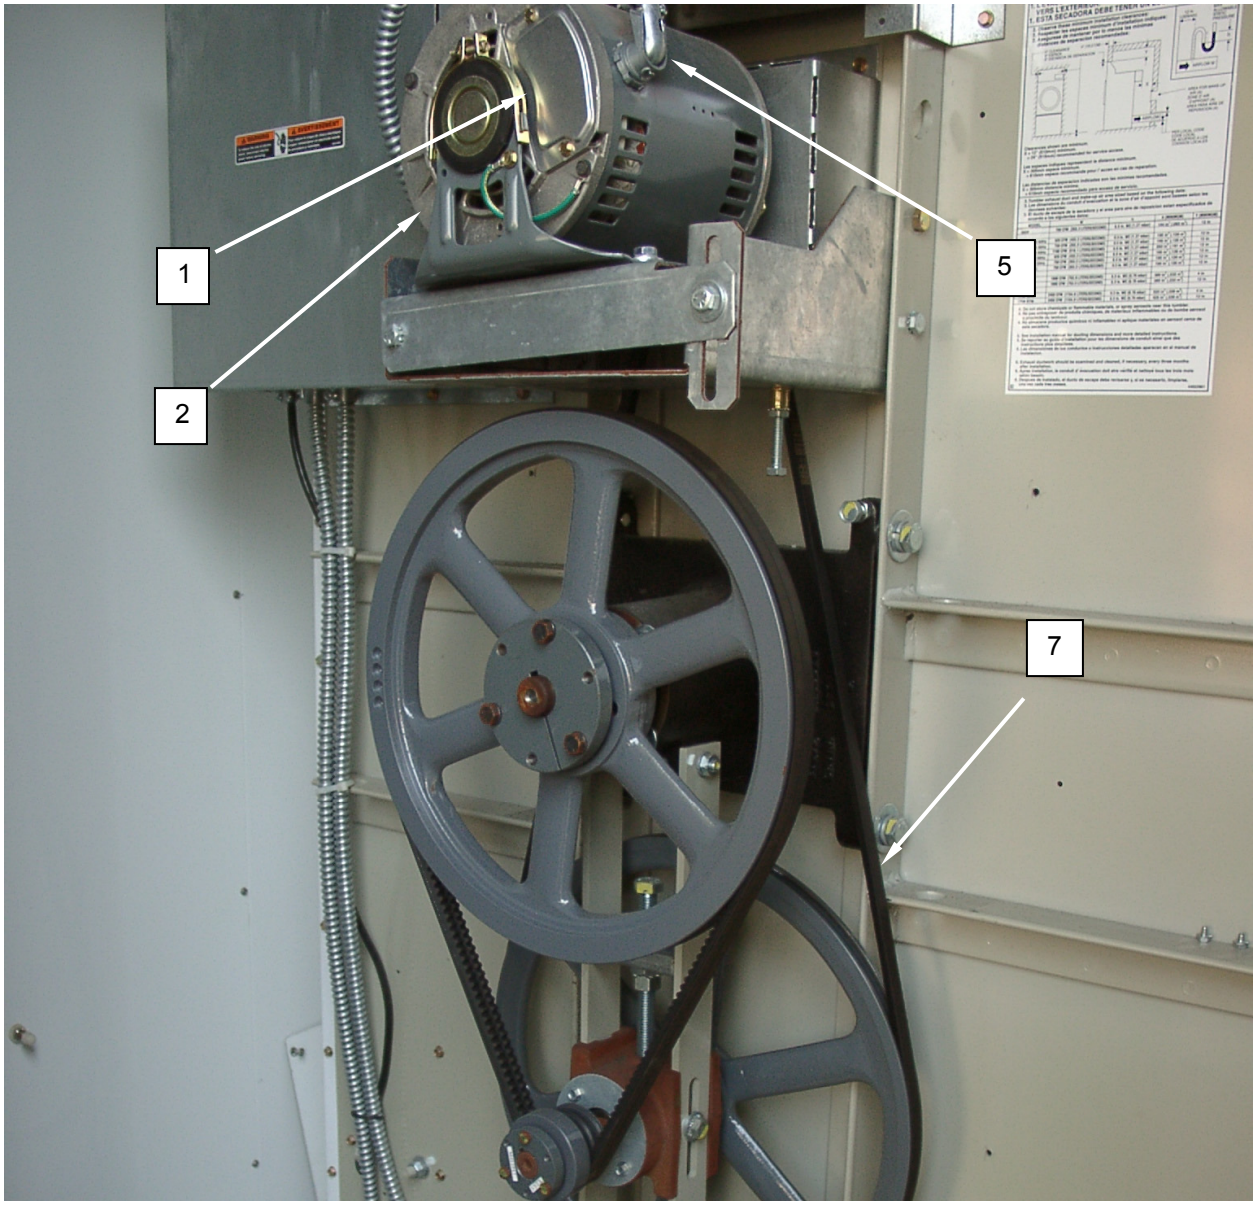

Figure 3. Replace the Cylinder Drive Motor.
3. Remove screws retaining junction box cover **(Figure 3, Item 1)** and remove junction box cover.
4. Tag and disconnect wiring from motor **(Figure 3, Item 2)**.
5. Remove conduit locknut, and remove conduit **(Figure 3, Item 5)** from junction box.
6. Adjust motor to relieve tension on belt **(Figure 3, Item 6)**.
7. Remove screws, washers, and nuts retaining motor **(Figure 3, Item 2)** to motor mount and remove motor.
8. Install replacement motor **(Figure 3, Item 2)**, and secure in place with screws, washers, and nuts.
9. Install inner belt **(Figure 3, Item 7)** onto replacement motor **(Figure 3, Item 2)** and adjust to ½-inch deflection.
10. Remove screws retaining junction box cover **(Figure 3, Item 1)** on replacement motor **(Figure 3, Item 2)**, and remove cover.
12. Install conduit **(Figure 3, Item 5)** into junction box, and retain with locknut.
13. Connect wiring to replacement motor **(Figure 3, Item 2)** as tagged.
14. Install junction box cover **(Figure 3, Item 1)** onto replacement motor **(Figure 3, Item 2)**, and retain with screws.